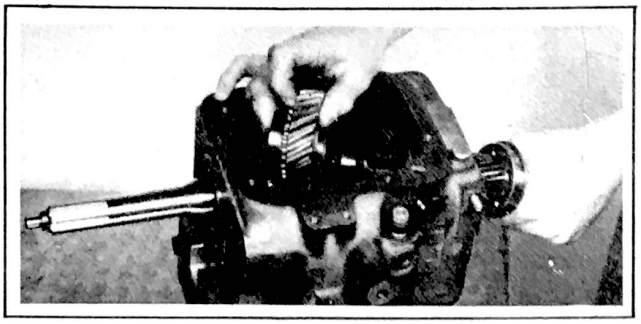

Figure 242 - Intermediate Gear is Installed With Tapered Side of Hub Toward Front
60. Slide intermediate gear (19) on main shaft with the tapered side of the hub toward the front of the main shaft. See Fig. 242.